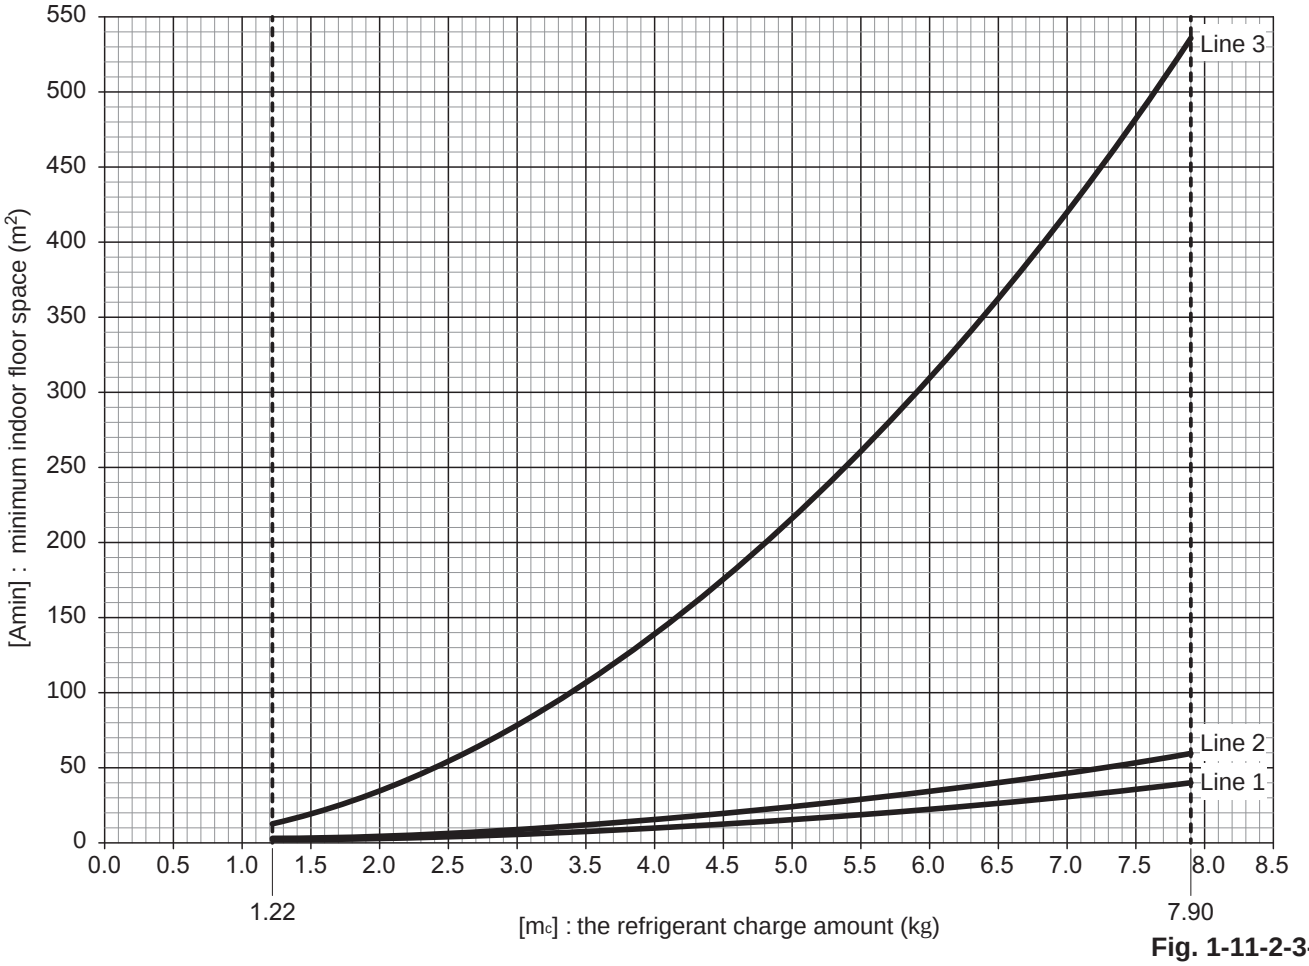

Fig. 1-11-2-3-2
*1 See Table 1-11-2-3-3 and Fig. 1-11-2-3-2 of indoor unit when deciding “Density Limit Line”.